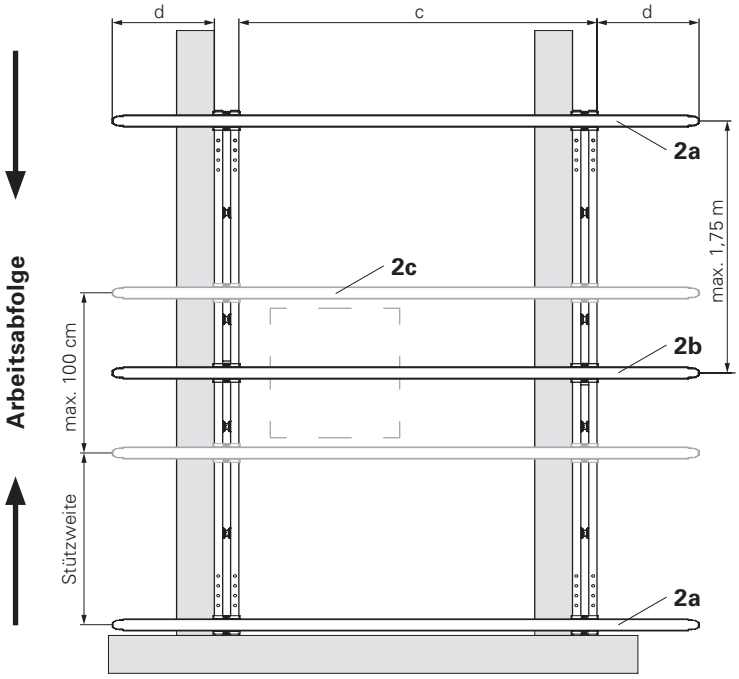

Abb. B5.03
Der Überstand d ist auf beiden Seiten gleich (Abb. B5.03).
- Stützweite der Bohlen max. 1,75 m. Vergleich DIN EN 12811-1 (Abb. B5.03).